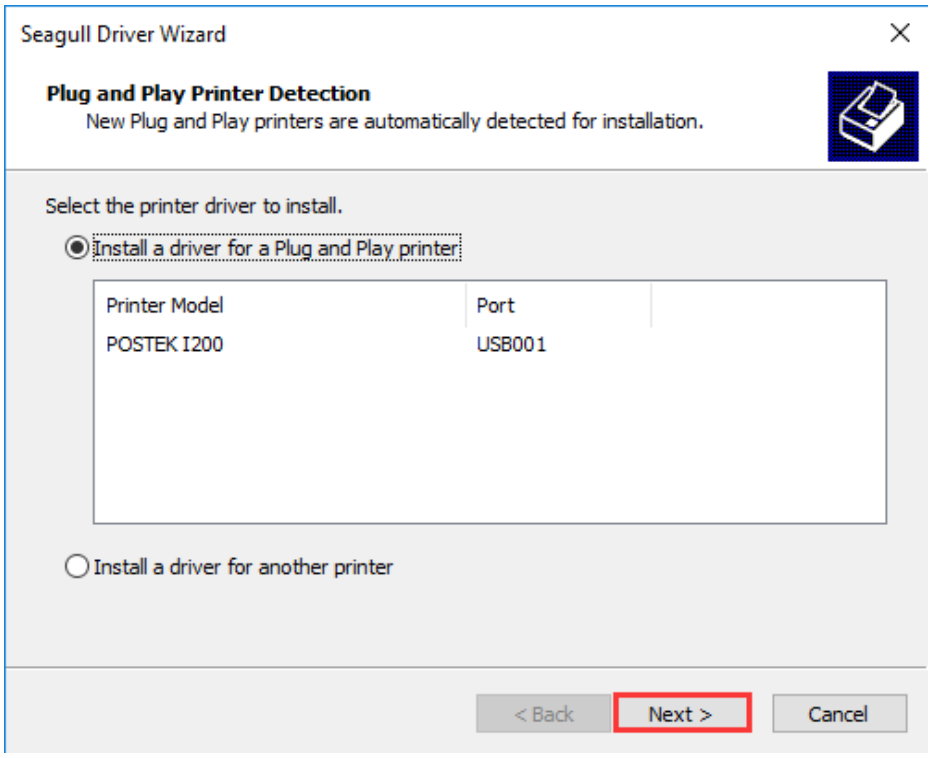

Figure 2-27 Printer Detected
7. The connected printer will be detected (POSTEK I200 for example), click "Next", as shown in Figure 2-27.